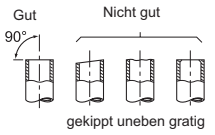

Abbildung 2
3) Ziehen Sie den Ablaufschlauch links hinten am Innengerät heraus. (Abbildung 2)